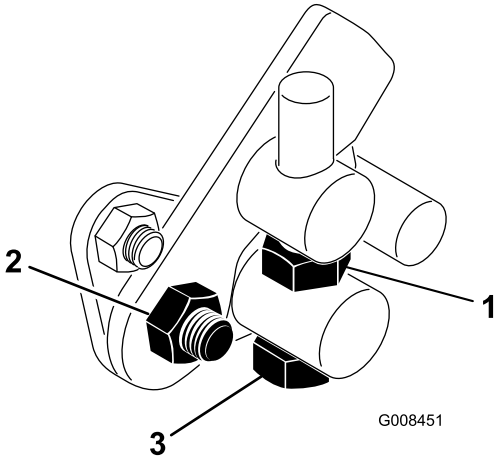

**Figur 45**
1. Løsne låsemutteren på vuggetappbolten (Figur 45).
4. Stram låsemutteren på vuggetappbolten og mutteren på pedaltappen for å låse justeringen (Figur 45). Sjekk justeringen, og juster etter behov.